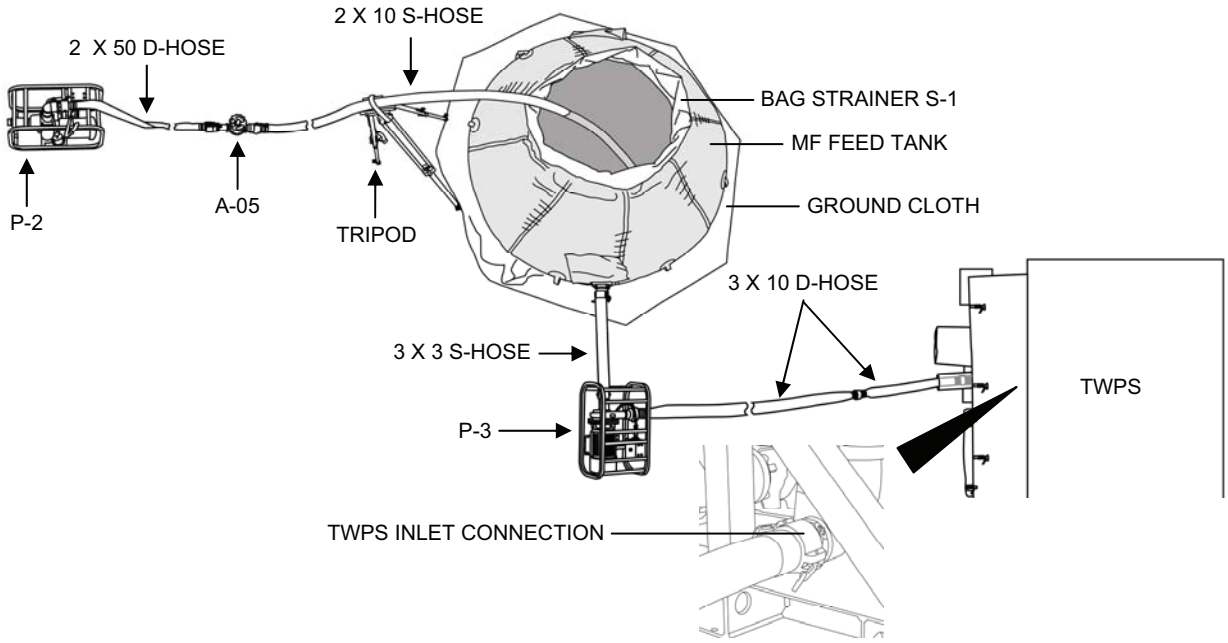

Figure 14. MF Equipment Deployment.
Deploy the MF system equipment as follows (Figure 14):
h. Move motor driven MF Feed Pump Skid P-3 roughly in place as shown in Figure 14.